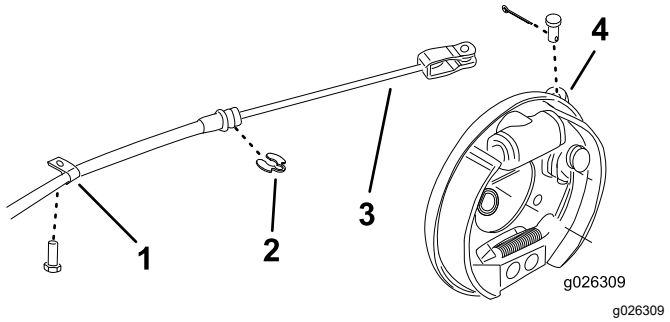

Figuur 2
2. Verwijder de borgpennen en de gaffelpennen waarmee de kabels van de parkeerrem zijn bevestigd aan de remhendel voor de achterwielen (Figuur 2).
3. Verwijder de R-klemmen en C-clips waarmee de remkabels zijn bevestigd aan het frame (Figuur 2).